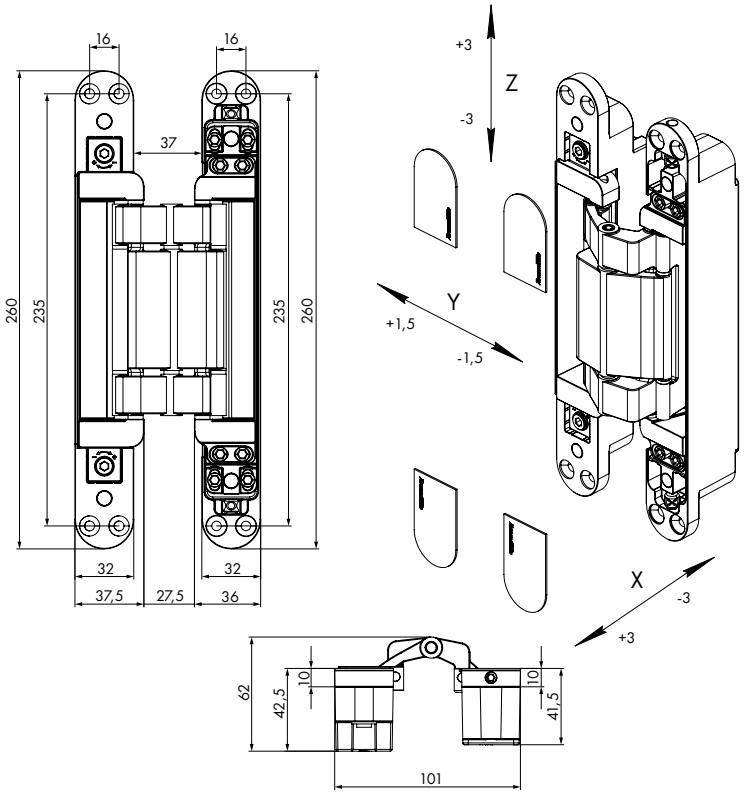

Рисунок 1 – Габаритные размеры петли.
- Габаритные размеры в открытом положении петли (рис.1):